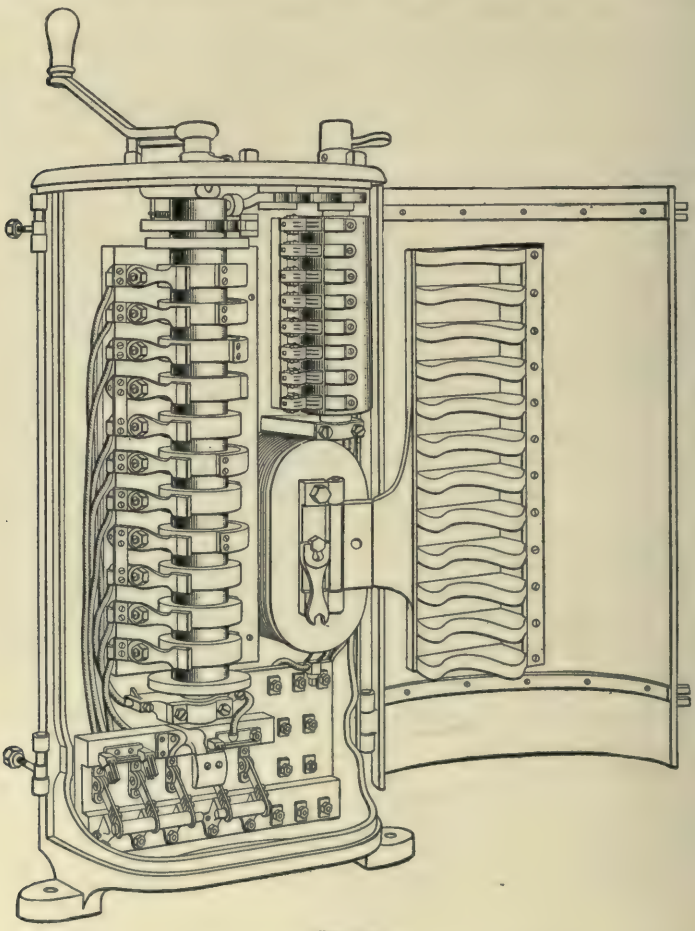

FIG. 22.
**52.** Fig. 22 gives the appearance of the K11 controller. This controller is a great deal like the K2, but has two distinguishing features. Its contacts are of larger current capacity, the controller being designed for use with 50-horsepower motors, whereas the K2 controller is intended for use with 35-horsepower motors. The K11 controller is also intended to be used with motors that do not require a shunt. The K2 controller can handle motors with or without the shunt, the shunt wires being simply left out where no shunts